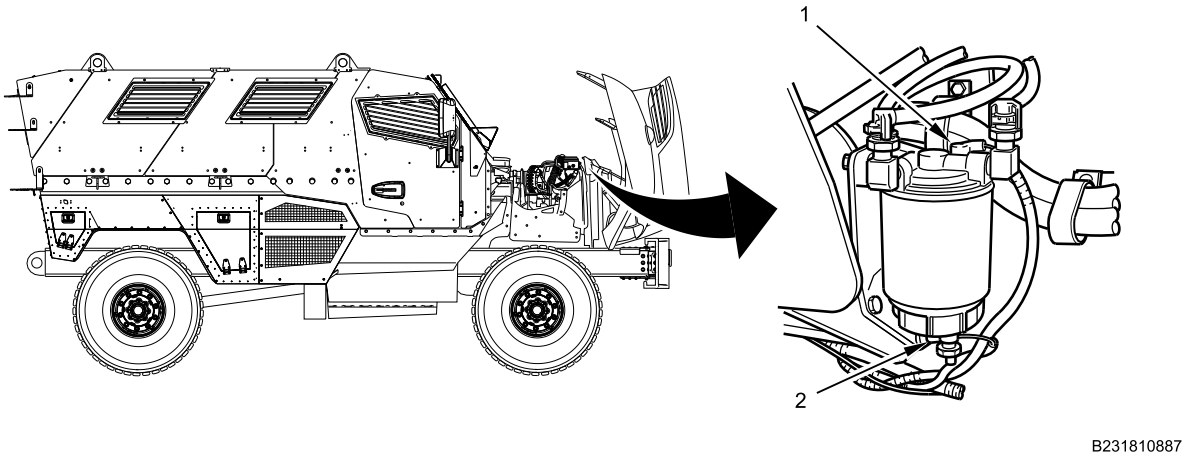

Figure 6. Fuel Water Separator Assembly Connections.
8. Apply dielectric grease to connectors (Figure 6, Item 1 and 2).
9. Connect PTC heater connector (Figure 6, Item 1) at top of filter head.
10. Connect water-in-fuel sensor connector (Figure 6, Item 2) at bottom of sediment bowl.